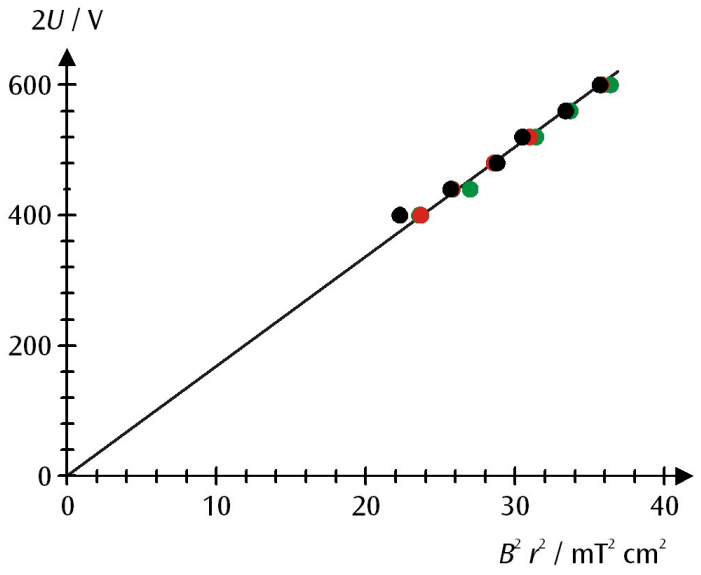

Fig. 3 Diagramma r^2B^2-$2U$ dei valori di misura (nero: r = 5 cm, rosso: r = 4 cm, verde: r = 3 cm)
- Per un'ulteriore analisi, riportare i valori di misura in un diagramma r^2B^2-$2U$ (ved. Fig. 3).